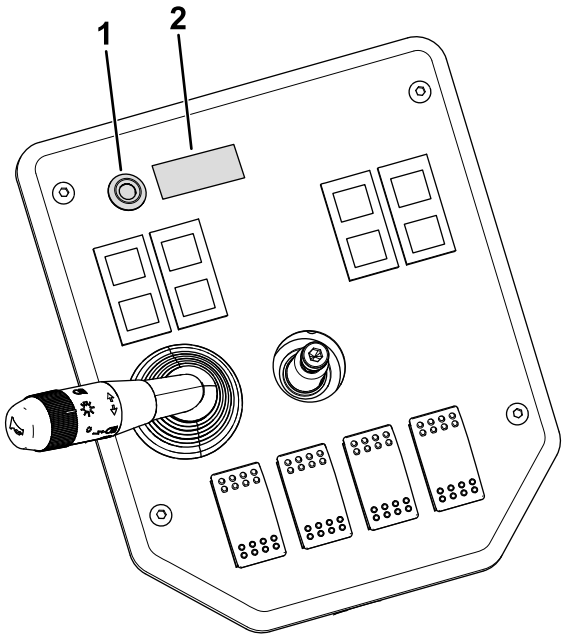

Figur 14
4. Ta bort pluggen och montera lysdioden och lutningssensorsdekalen på instrumentbrädan (Figur 14).